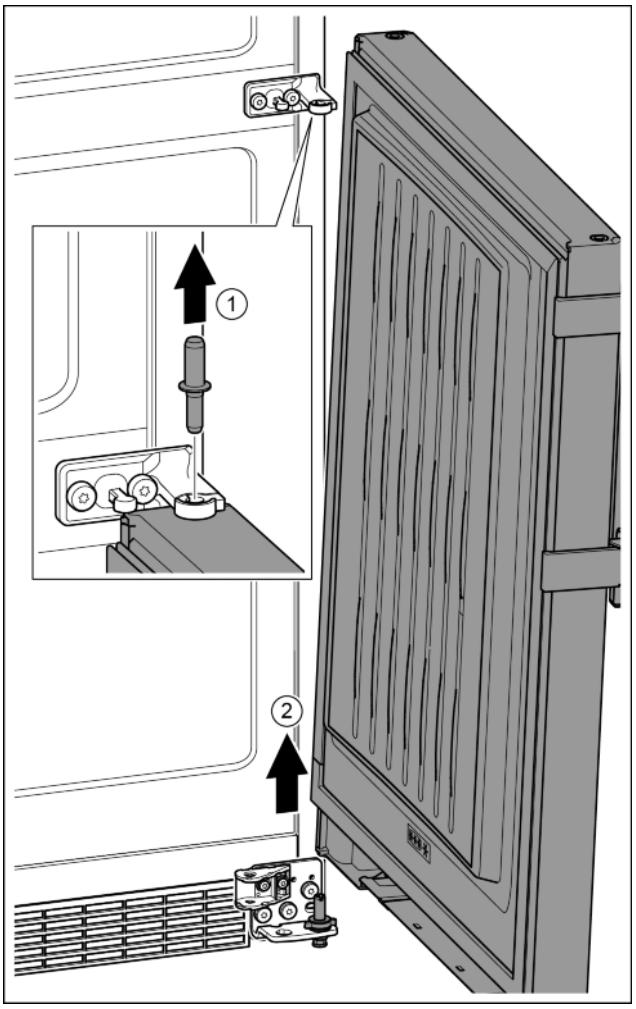

Fig. 24
- ▶ Remove the bolts in an upward direction. *Fig. 24 (1)*
- ▶ Swivel the door out, pull it upwards and set it to one side. *Fig. 24 (2)*